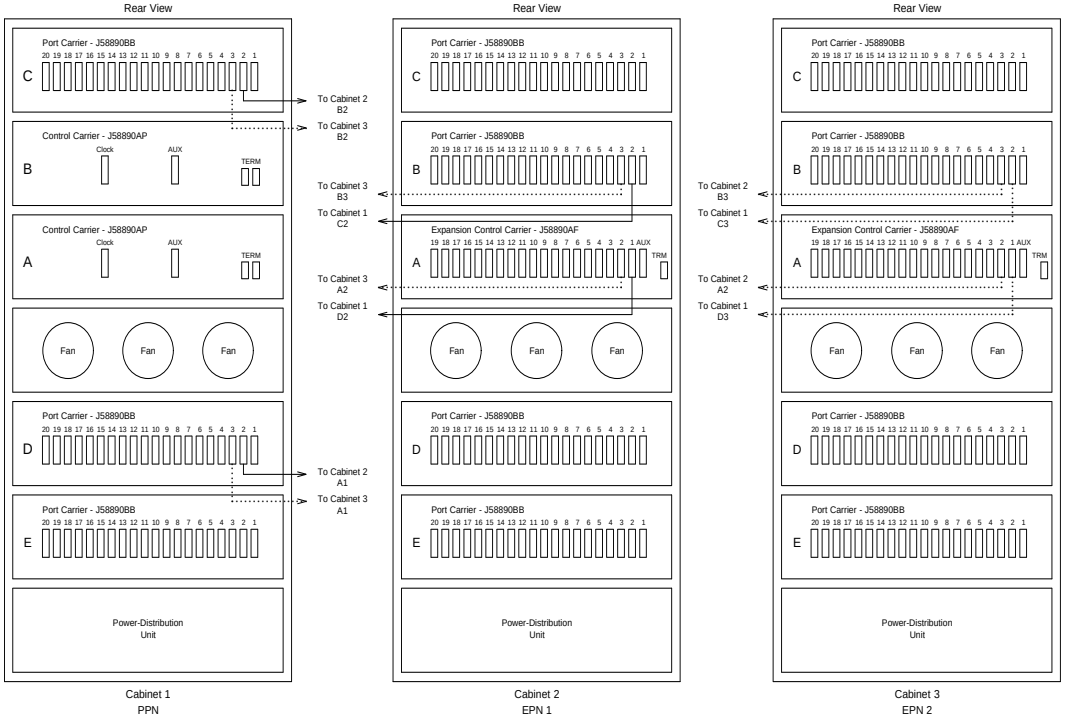
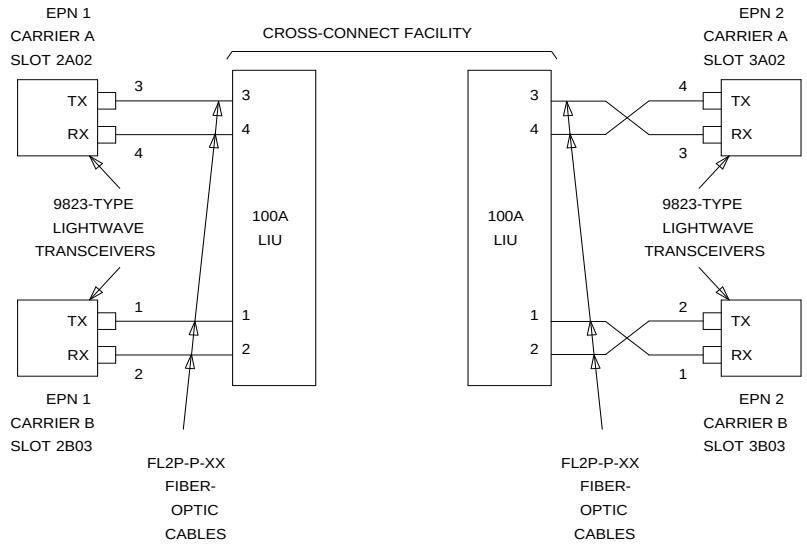

Figure 4-53. Critical-Reliability G3r V4 with Two or Three Port Networks
Figure 4-56. Fiber-Optic Connections EPN1 to EPN2
1. Behind port carrier C of PPN cabinet 1 (see Figure 4-53 through Figure 4-56):